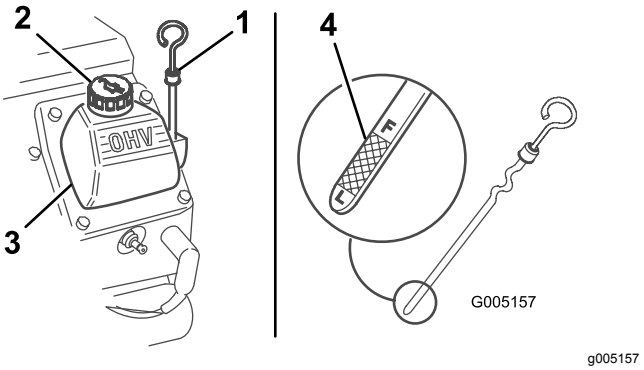

Rysunek 23
3. Oczyść obszar wokół wskaźnika poziomu oleju (Rysunek 23).
4. Wyjmij wskaźnik poziomu oleju i wytrzyj metalową końcówkę (Rysunek 23).
5. Wsuń wskaźnik poziomu oleju do rurki wskaźnika (Rysunek 23).
7. Jeśli poziom oleju jest niski, oczyść okolice korka wlewu oleju i odkręć korek (Rysunek 23).
12. Wykręć korek wlewu (Rysunek 23) i powoli wlej około 80% podanej ilości oleju przez otwór w pokrywie zaworów.